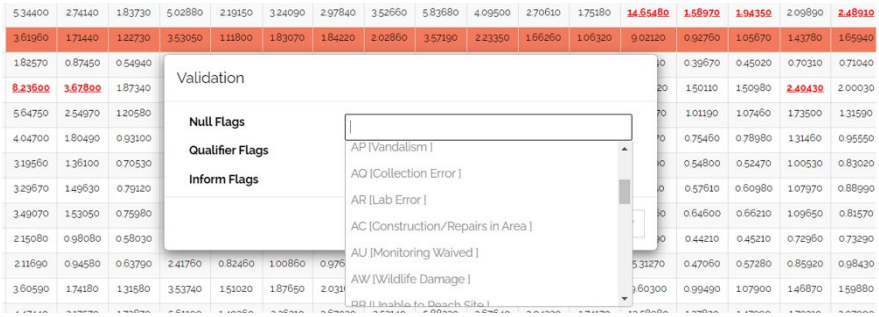

Figure 13. Flagging individual components for entire days in MAX
- A whole-hour for a day (whole raw) can be flagged by clicking on the desired raw. The selected raw will be highlighted in red and the validation pop-up menu will pull up when right clicking the mouse. Choose the desired code from the dropdown menu and select "Apply" (**Figure 13**)